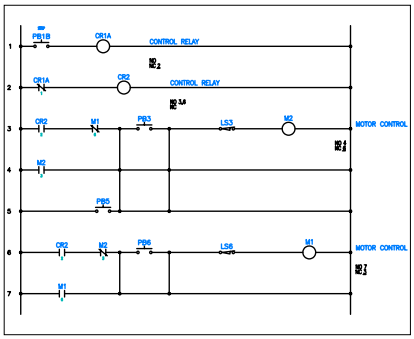

Figure 6-52 Wires inserted in the ladder
7. Enter **14.6,13** at the Command prompt and press ENTER; you are prompted to specify the wire endpoint. Next, enter **14.6,12** and press ENTER; the wire is inserted between rung 6 and 7 on the right side of the PB6. Now, press ENTER to exit the command. Figure 6-52 shows the wires inserted in the drawing.